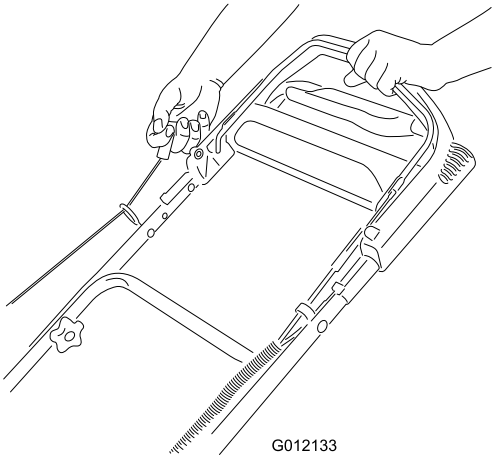

Figur 12
2. Dra i startsnörets handtag (Figur 12).